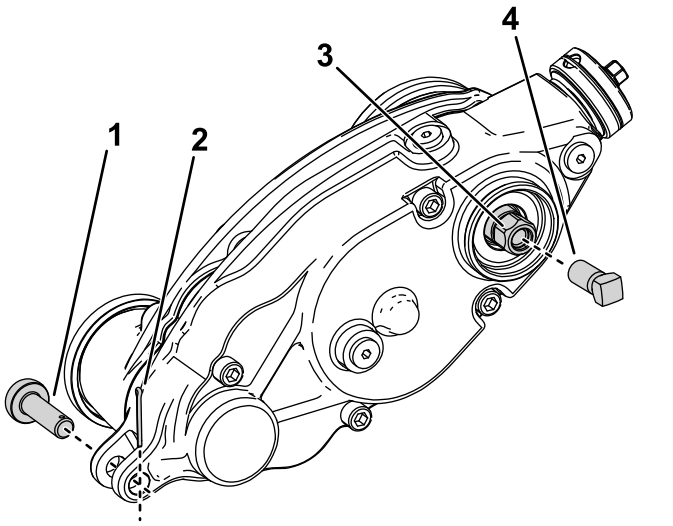

Figur 28
3. Avlägsna justerstiftet och saxsprinten som ansluter trimmardrivningens låda på justerarmarna (Figur 28).
5. Montera förstärkningsskruven (artikelnr 1-803022 – säljs separat) på de inre gängorna av trimmardrivningens sexkantsskruv och dra åt till 13,5 Nm enligt Figur 28.
6. Avlägsna trimmardrivningens låda från klippcylindern genom att vrida trimmardrivningens sexkantsskruv (Figur 28).